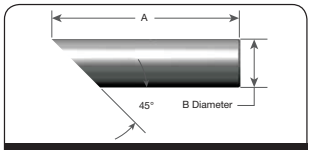

Figure 82: Drift Pin Specifications
4. Drift Pins: Two drift pins are required for the removal of the disc from the disc holder. Refer Figure 82 and Table 19 for Drift Pin specifications.